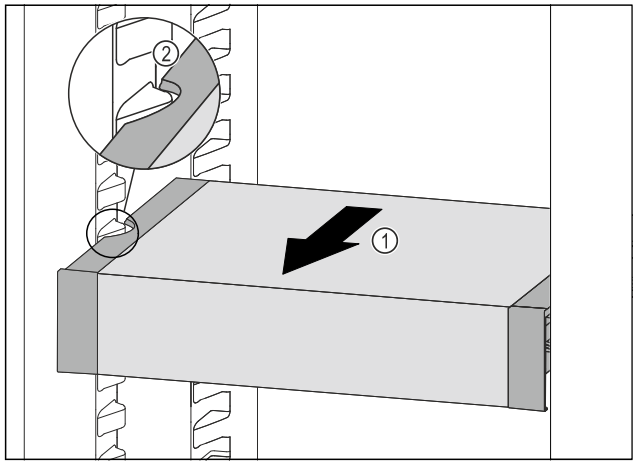

Fig. 99
▶ Trageți în față VarioSafe *Fig. 99 (1)*, până când degajările laterale ale VarioSafe se află la înălțimea nervurii recipientului din frigider. *Fig. 99 (2)*